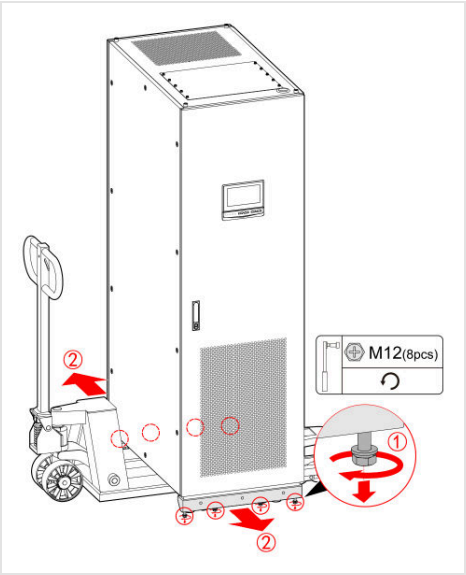

FIGURE 4-18 Remove the front and rear angles (M12 × 8)
5. Remove the screws of the front and rear angles of the UPS and remove the angles (Figure 4-18).